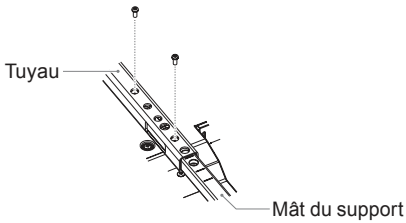

Figure 2
2. **Installez le mât du support et le tuyau avec les vis fournies. Vissez les deux vis sur le tuyau (Figure 2).**